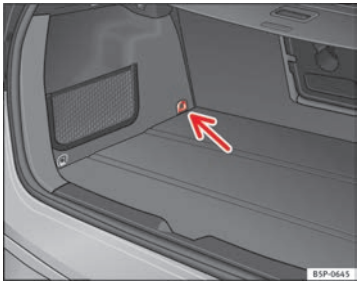

**Fig. 32 Top Tether* securing ring**
– Press the child seat onto the ISOFIX retaining rings until the child seat can be heard to engage securely. If the child seat is equipped with Top Tether* anchor points, secure it to the correspondent ring ⇒ Fig. 32. Observe the manufacturer's instructions.